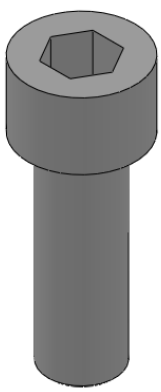
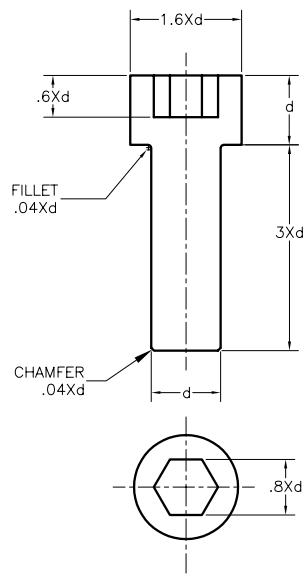
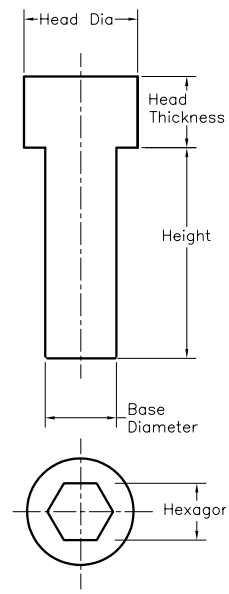

***Figure 19-43*** *Socket Head Screw*
***Figure 19-44*** *Parameters of the Socket Head Screw*
***Figure 19-45*** *The names of dimensions*
In this tutorial, you will create the Socket Head Screw shown in Figure 19-43. Assume the base diameter of the screw, **d** as **30** mm. Add equations to the model, as shown in Figure 19-44. Then, create different configurations by changing the base diameter to **20** mm, **50** mm, **40** mm, and **5** mm and the other related parameters with respect to the relations given in Figure 19-44.
2. Dimension the sketch based on the relations given in Figure 19-44. While placing dimensions, you need to change the name of dimensions in the **Primary Value** rollout of the **Dimension PropertyManager**. Refer to Figure 19-45 for the names of dimensions.
4. Draw a hexagon on the top face of the base feature and dimension it. Change the name of the dimension, as shown in Figure 19-45.
7. Enter the dimensions for the new instances with respect to the equations shown in Figure 19-44. The excel sheet after adding the dimensions is shown in Figure 19-47.
11. Add equations to the fillet and chamfer dimensions using the **Equations** dialog box, as specified in Figure 19-44.